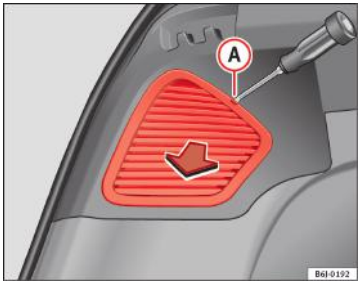

Fig. 169 Lămpile de poziție laterale
– Scoateți capacul cu o şurubelniță plată, plasând-o în fanta Ⓐ ⇒ fig. 169. ■